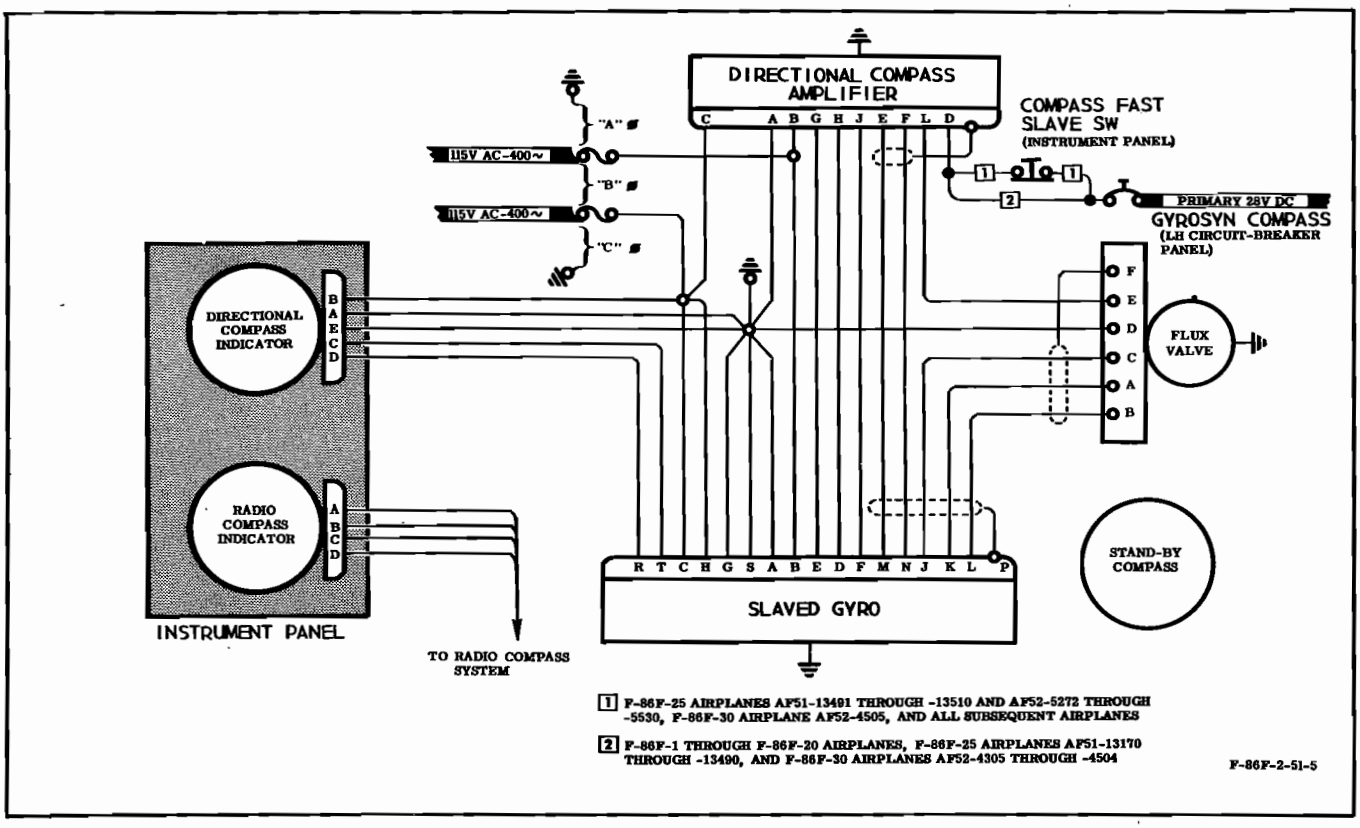

Figure 6-5. Navigation Instruments
6-33. The navigation instruments (figure 6-5) consist of the following: directional gyro indicator, radio compass indicator, and stand-by compass. All navigation instruments are located on the instrument panel, with the exception of the stand-by compass, which is mounted on the lower right side of the windshield.
b. Turn instrument power switch "OFF" on airplanes not equipped with a fast slave switch. (See figure 6-5.)